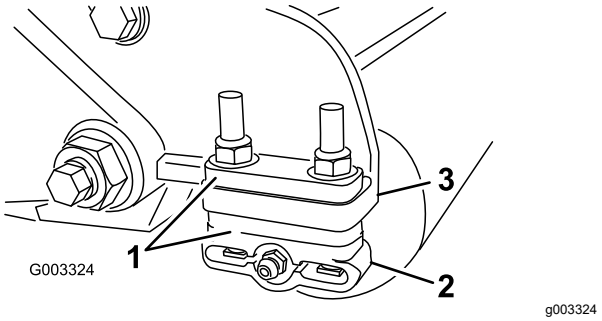

Рисунок 11
1. Отрегулируйте кронштейны заднего валика (Рисунок 11) на необходимый диапазон высоты скашивания путем установки необходимого количества проставок под монтажный фланец боковой пластины (Рисунок 11) в соответствии с таблицей высоты скашивания.